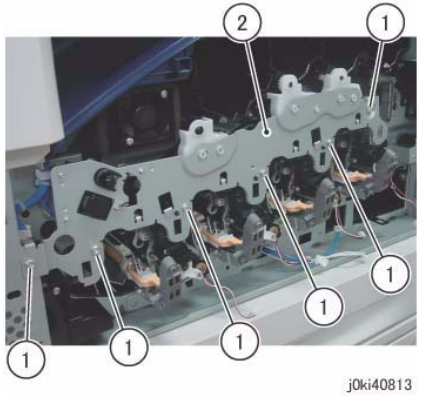

Figure 3 Remove the Plate
7. Remove the Plate. (Figure 3)